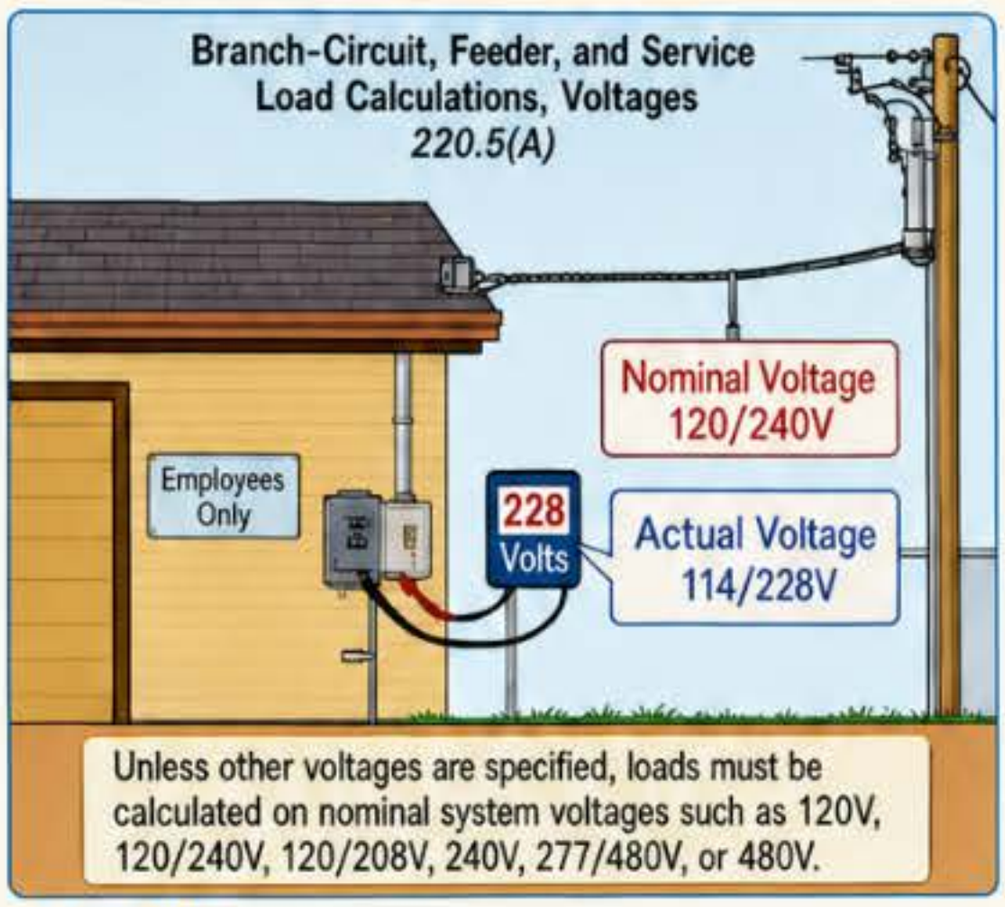

Figure 220-3
(A) Voltage Used for Calculations. Unless otherwise specified, branch-circuit, feeder, and service loads must be calculated on nominal system voltages such as 120V, 120/240V, 120/208V, 240V, 277/480V, or 480V. Figure 220-3